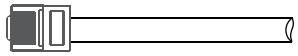

Figura 4.8-3 Cierre remoto de la conexión del cable
Paso 3-2 Para apagado remoto. Pase el cable a través de la placa de acero y, a continuación, conecte los pines 5 y 6. La Tabla 4.5-1 describe la definición del puerto de 6 pines; el cableado se muestra en la Figura 4.8-3